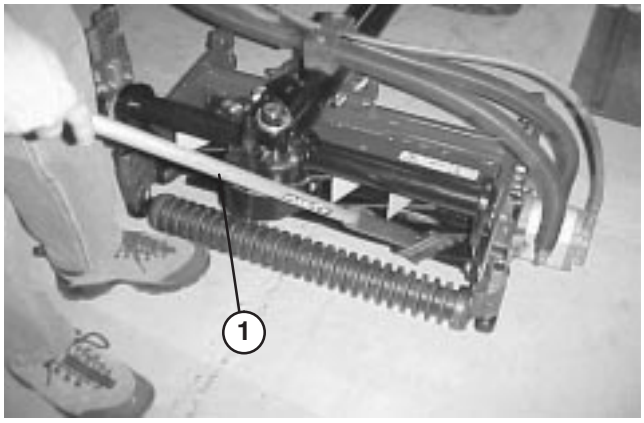

Figure 60
8. Apply lapping compound with a long handle brush (Toro Part No. 29−9100). Never use a short handled brush (Fig. 60).